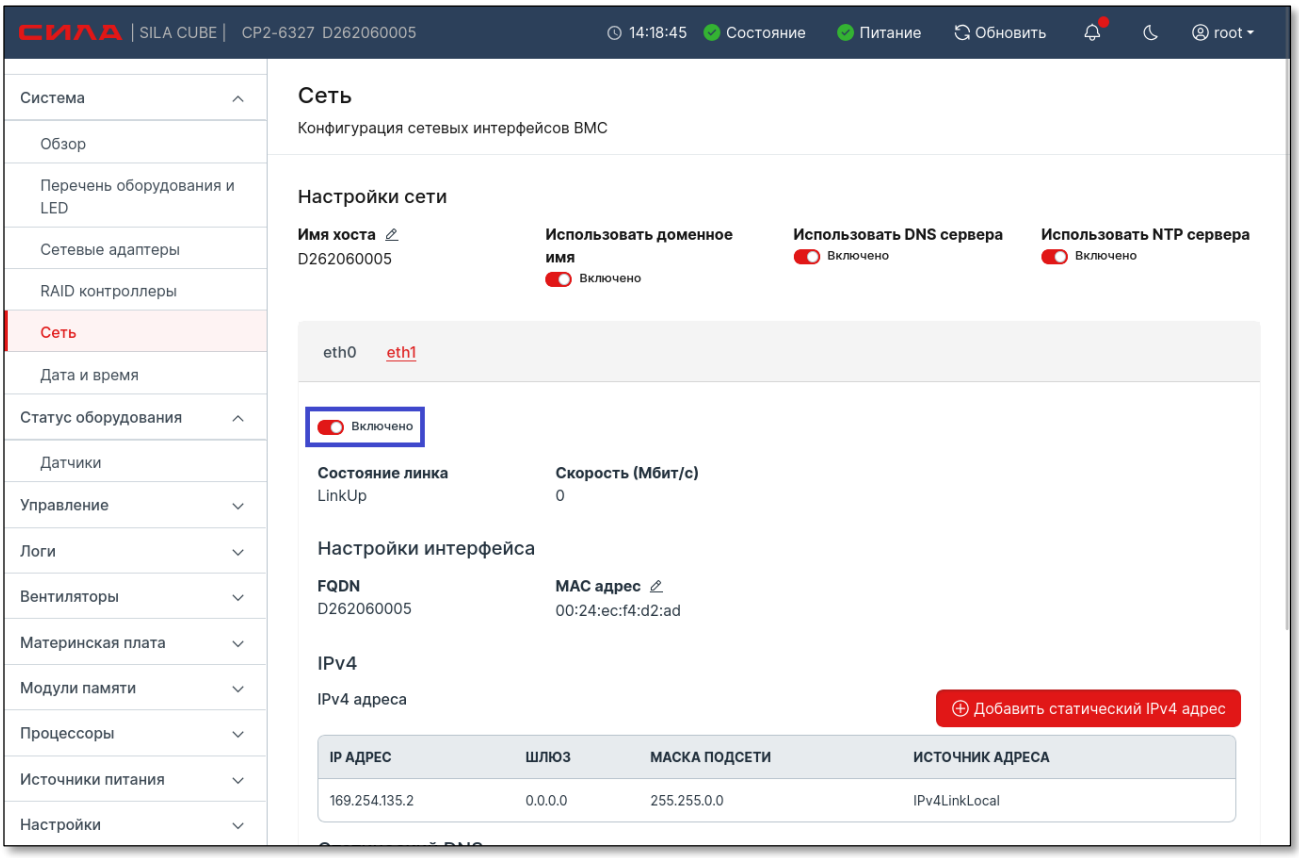

Рисунок 33. Переключатель состояния Ethernet-интерфейса
- включать и выключать его с помощью переключателя (Рисунок 33)